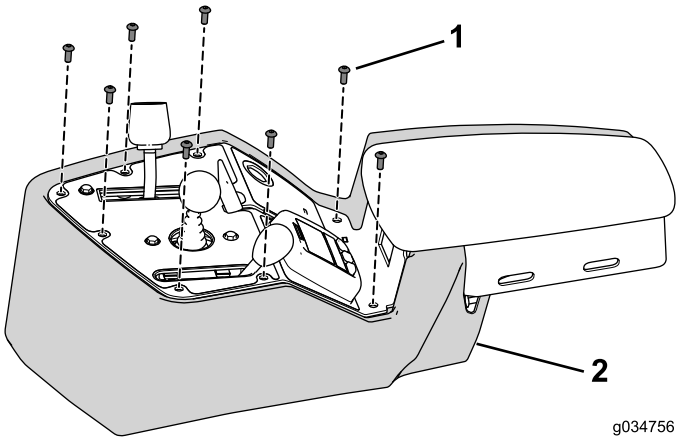

Figure 31
1. Fixez le couvercle sur la console à l'aide des 8 écrous que vous avez retirés précédemment (Figure 31).